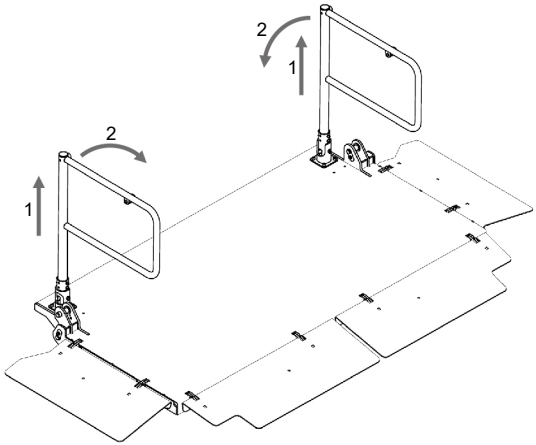

Abbildung 18: P-Geländer ablegen
► Ziehen Sie das jeweilige Geländer zum Entriegeln nach oben (**1**, siehe Abbildung 18, Seite 45).